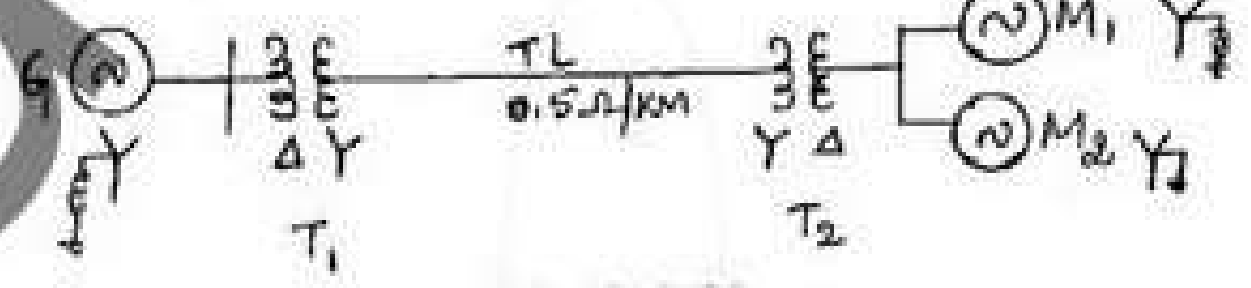

Fig.Q.2(b)
b. A 300MVA, 20KV 3 phase generator has a reactance of 20%. The generator supplies two motors M_1 and M_2 over a transmission line of 64KM as shown in one line diagram in Fig.Q.2(b).